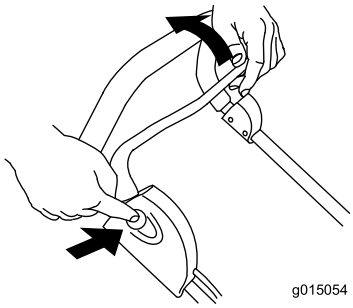

Рисунок 10
4. Удерживая кнопку, потяните рычаг управления в направлении рукоятки (Рисунок 10).